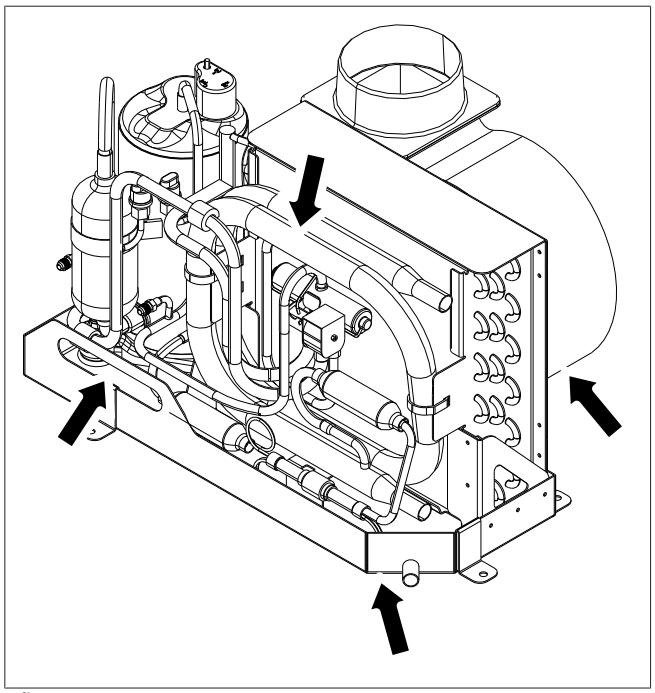

Afb. 7 Apparaat transporteren
- Draag het apparaat alleen aan de condensopvang, aan de ventilator of aan het bovenste bochtstuk van de buis van de condensor. Het apparaat mag nooit aan andere buisleidingen vastgepakt en gedragen worden. Zie Afb. 7.